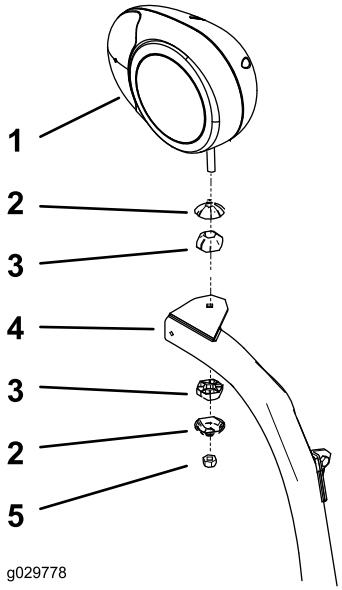

Figur 11
2. Fastgør venstre og højre forlygte til forlygtebeslagene (Figur 11) med de holdere, der leveres med lygterne.